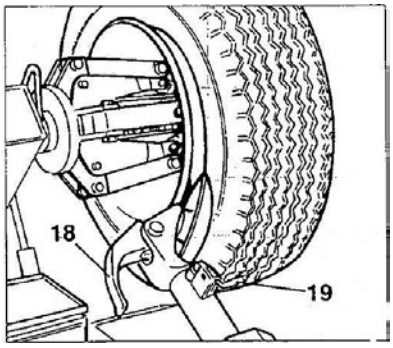

Рис. 7.4
7) Посредством использования нижней ручки управления (15, рис. 6.2) наклоните рычаг в нерабочее положение; переместите и зафиксируйте его во внутреннем положении (рис. 7.4).
N.B.: NB: Во время отсоединения борта зажим (18, рис. 7.4) можно опустить, чтобы он не мешал.